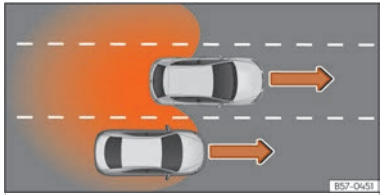

Fig. 133 Overtaking in the central lane and then joining the right lane.
- When overtaking another vehicle ››› Fig. 133 with a speed difference of approx. 10 km/h (6 mph). If the vehicle is passing at a considerably higher speed, no indication will be displayed.